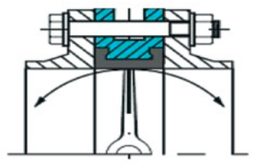

Рис. 3 (правильно)
3. Перед началом монтажа важно убедиться, что внутренний диаметр фланцев соответствует номинальному диаметру дискового поворотного затвора (*рис. 3*).